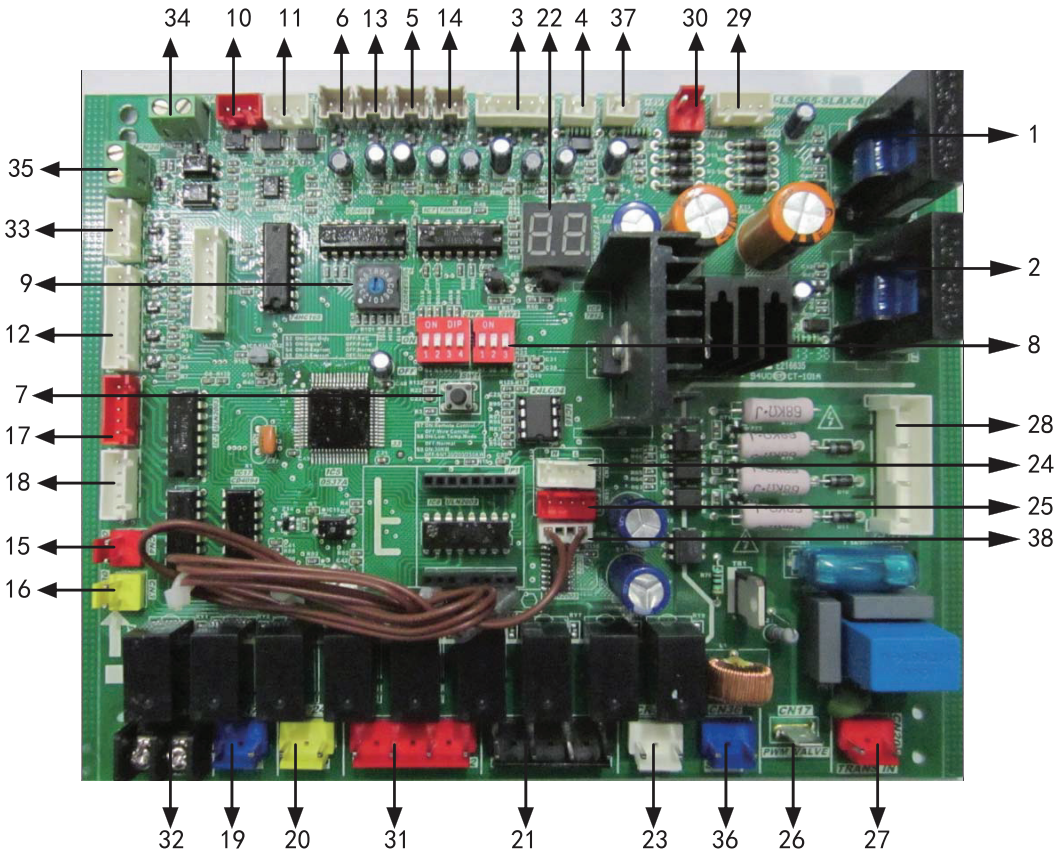

Рис. 5-4
5.5.2. Снабженная указателями схема платы управления ведущего чиллера (см. рис. 5-4).
5.6 Развернутое описание компонентов, показанных на рис. 5-4